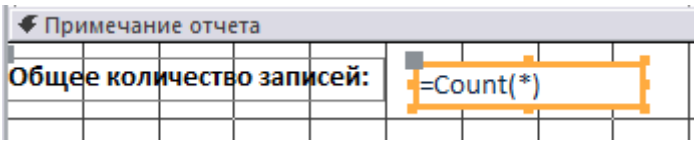

Рис. 5.12. Формула
14. В поле записывается формула (рис. 5.12).